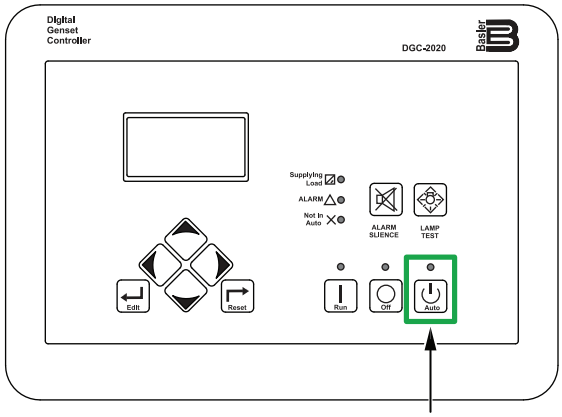

Figure 45. Digital Controller (Auto Button)
2. Press the **Auto button** (Figure 45) on the digital controller. When a start signal is received from the auto-start contacts, the engine will start automatically after the preheating process has completed.